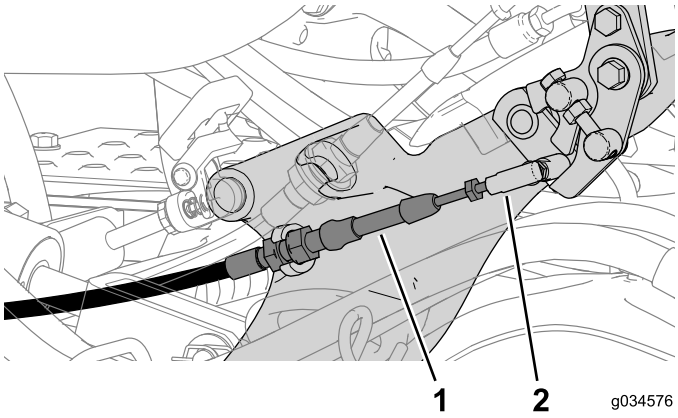

Figura 24
2. Conecte el cable del bloqueo de punto muerto al pedal (Figura 24).